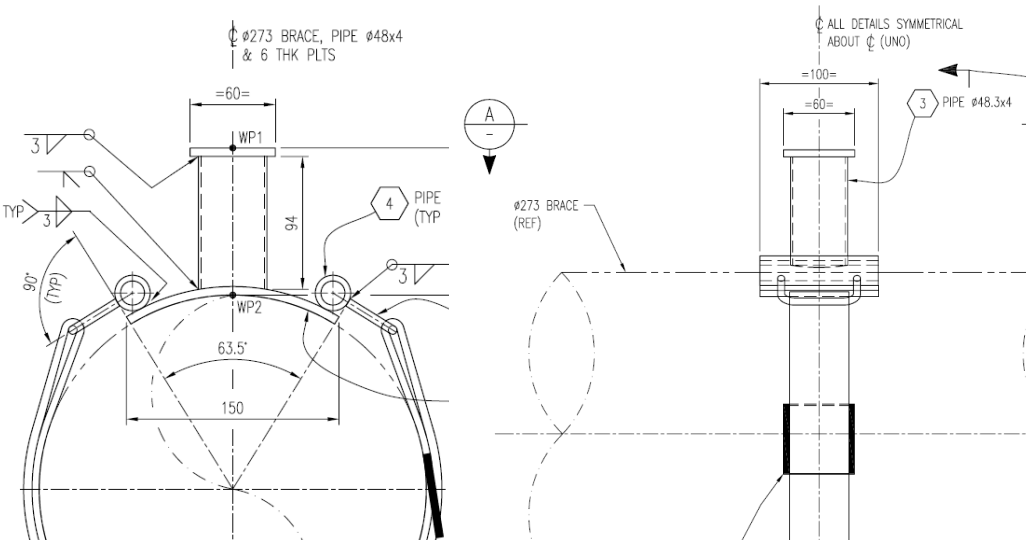

Figure 2.2.4.1: Standoff Installation
The centreline of two braces can be compared with the use of a standoff and spirit level. Figure 2.2.4.1 shows the setup of the stand off on the brace. The standoff is fabricated so that when installed on the smaller brace, the top of the standoff should be level with the top of the larger brace if the centre points of the two (2) braces are at the same level.